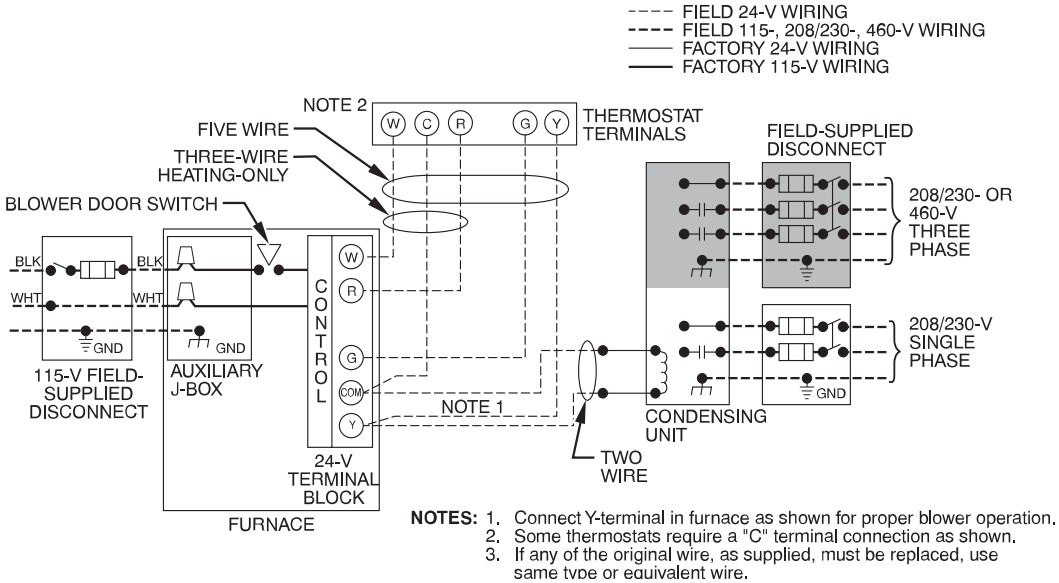
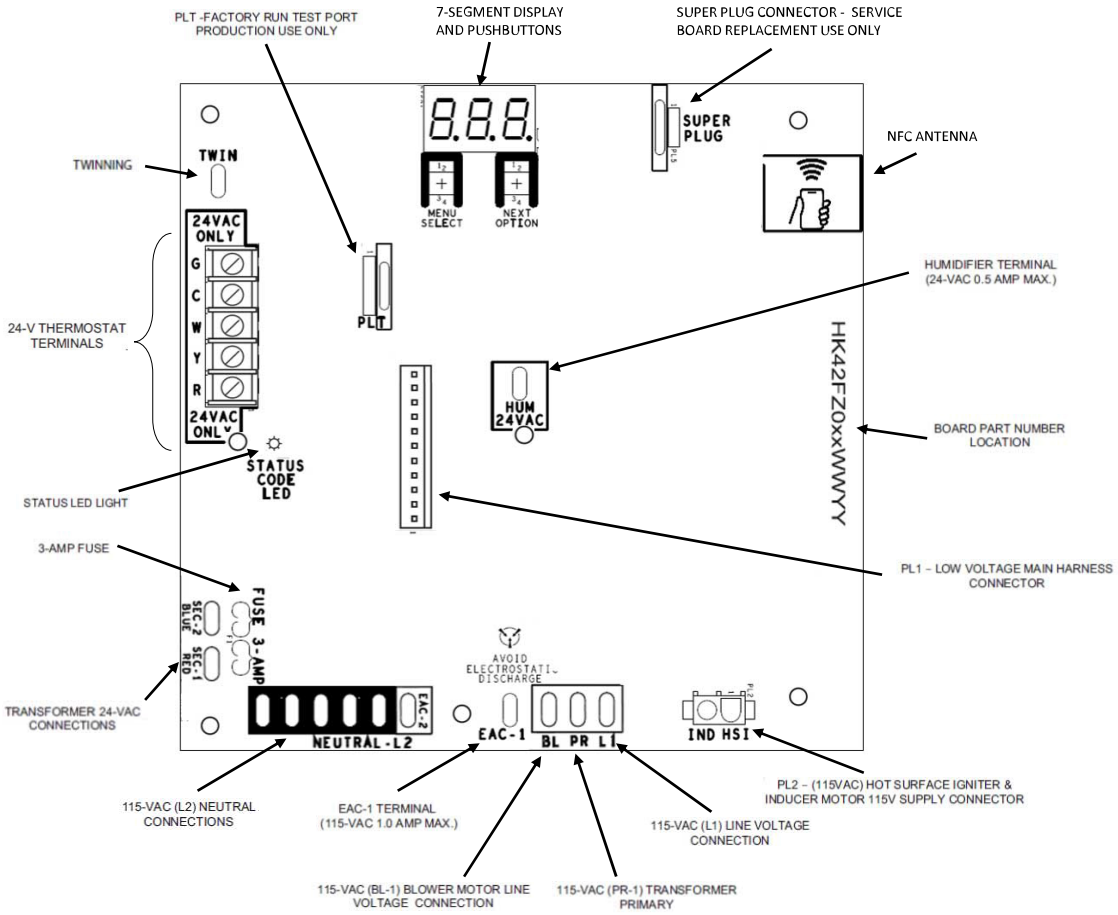

**Fig. 32 – Typical Field Wiring Diagram**
**Fig. 37 – Example of Single Stage Furnace Control**
See Fig. 32 for field wiring diagram showing typical field 115-V wiring. Check all factory and field electrical connections for tightness.
6. Connect power cord power and neutral leads to furnace power leads (Fig. 32).
5. Connect field power and neutral leads to furnace power leads (Fig. 32).
Make field 24V connections at the 24V terminal strip (Fig. 37). Connect terminal Y as shown in Fig. 32 for proper cooling operation. Use only AWG No. 18, color-coded, copper thermostat wire.
The 24V circuit contains an automotive-type, 3A fuse located on the control. Any direct shorts during installation, service, or maintenance could cause this fuse to blow. If fuse replacement is required, use ONLY a 3-amp. fuse of identical size (Fig. 37).
Refer to Fig. 37.
Connect an accessory 24 VAC, 0.5 amp. maximum humidifier (if used) to the 1/4-in male quick-connect HUM terminal and COM-24V screw terminal on the control board thermostat strip. The HUM terminal is energized when the pressure switch closes during a call for heat (Fig. 37).